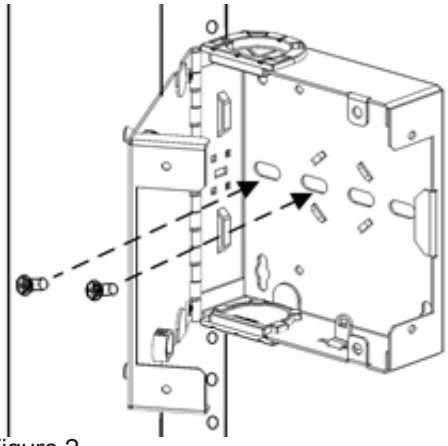

Figure 2
4) Au moyen des rondelles et des vis no 8 fournies avec le support, fixer la base du boîtier à ce dernier. (Figure 2)